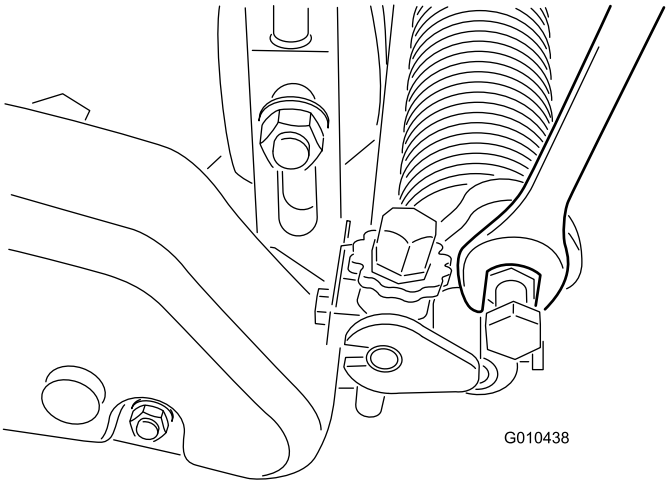

Figur 24
B. Drej armene op eller ned til position A eller B (Figur 24).